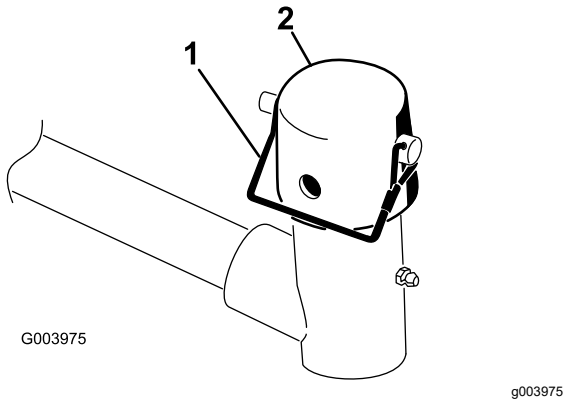

Рисунок 3
3. На каждом подъемном рычаге режущего блока снимите шплинт с кольцом, который крепит крышку к поворотной втулке подъемного рычага, и снимите крышку (Рисунок 3).